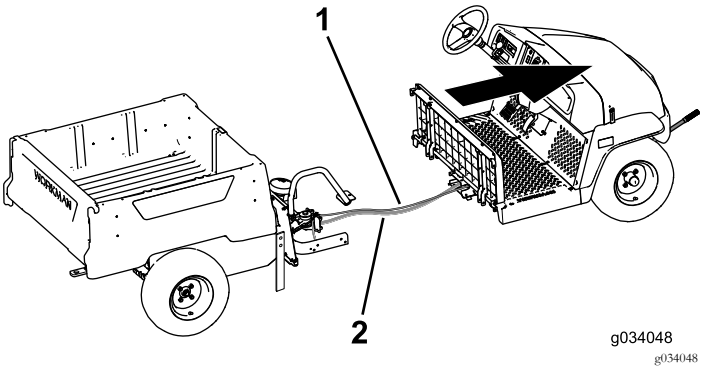

Figur 20
8. Be någon att hjälpa dig flytta den främre delen framåt och bort från den bakre delen (Figur 20).